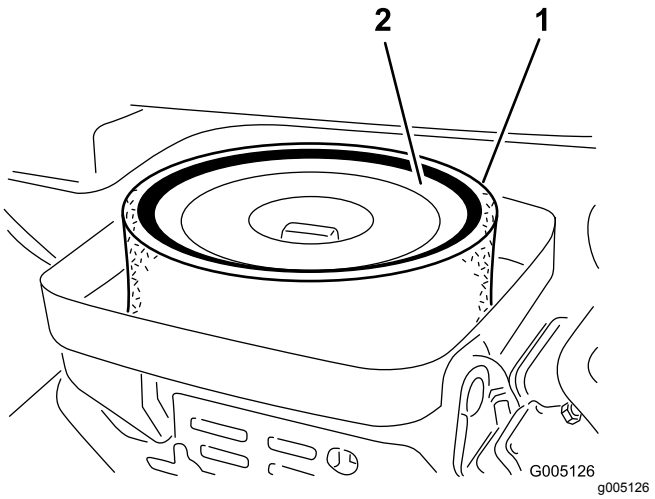

Figur 41
3. Ta bort vingmuttern som fäster delarna vid luftrenarhuset (Figur 41).
4. Ta bort skumgummidelen från pappersinsatsen om den är smutsig (Figur 41). Rengör den ordentligt på följande sätt: